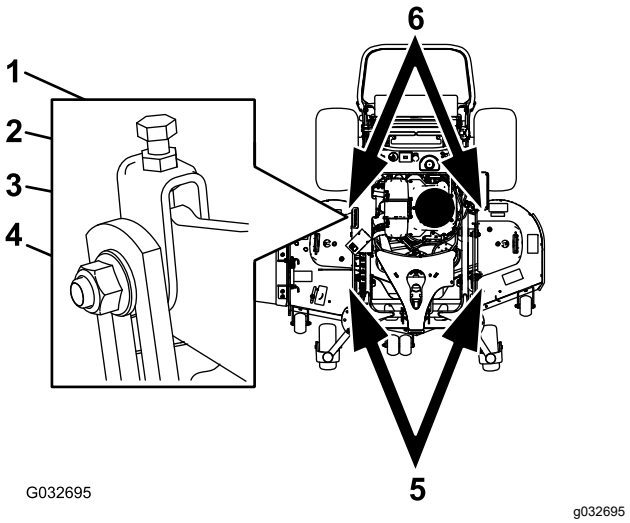

Figure 94
1. Desserrez l'écrou de blocage et l'écrou latéral dans les chapes que vous voulez régler (Figure 94).
2. Tournez le boulon supérieur de ces chapes pour régler la hauteur du tablier de coupe (Figure 94).
5. Si la mesure n'est pas correcte, localisez les 2 chapes avant sur la machine (Figure 94).